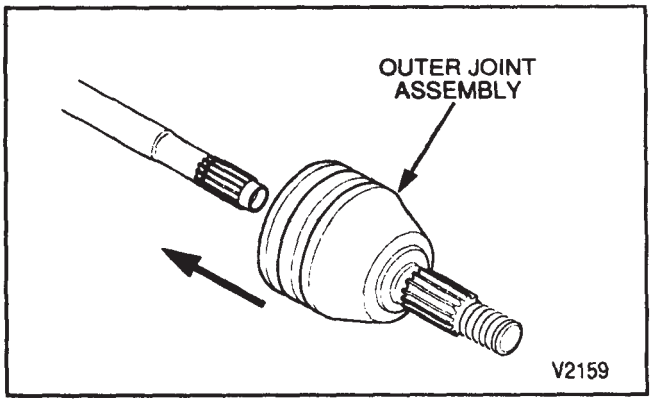
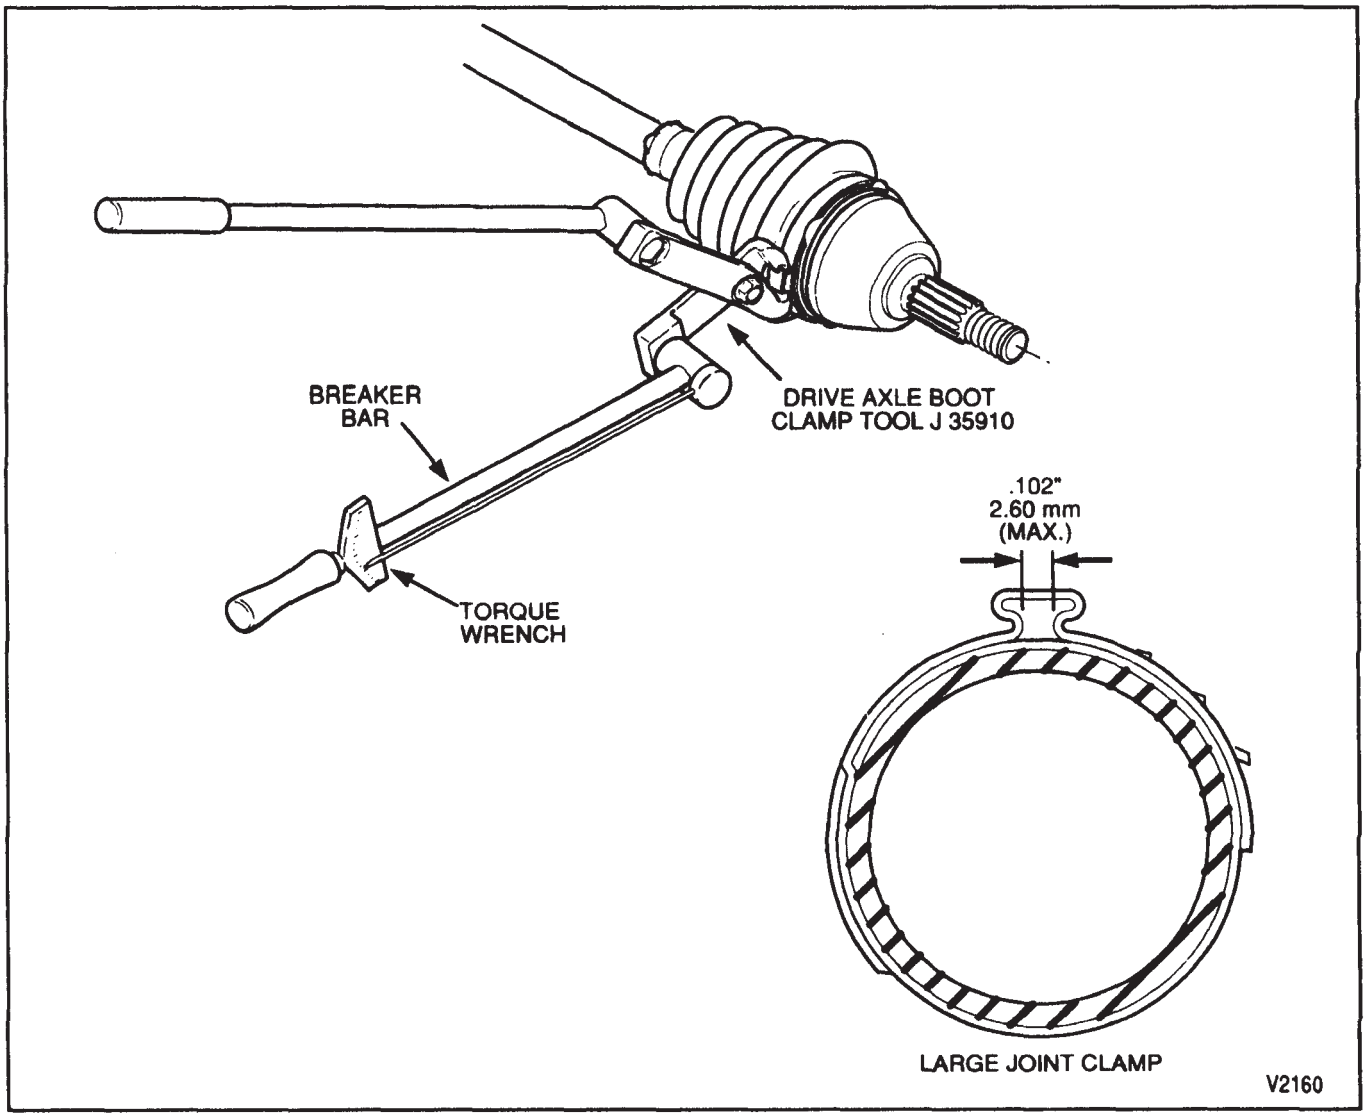

Figure 40—Installing the C/V Joint to the Axle
Figure 41—Installing the Large Retaining Clamp
5. Joint assembly to the axle shaft (figure 40).
6. Snap ring (184).
7. Large clamp (183) using J 34773 (figure 41).
- Clamp ear gap dimension (figure 41).